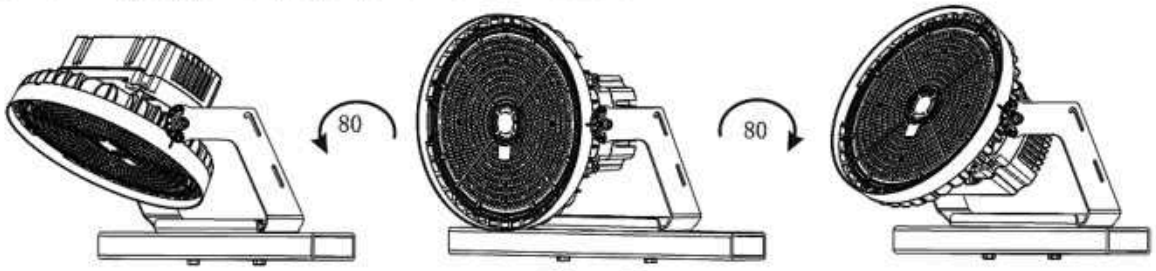

Figure 5
STEP 5: According to need, adjust the projection angle. (Figure 5)